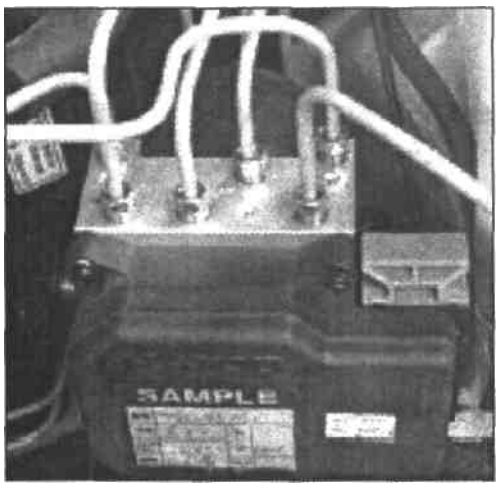

Рис. 722
1) Меры предосторожности при установке трубопроводов (Рис. 722):